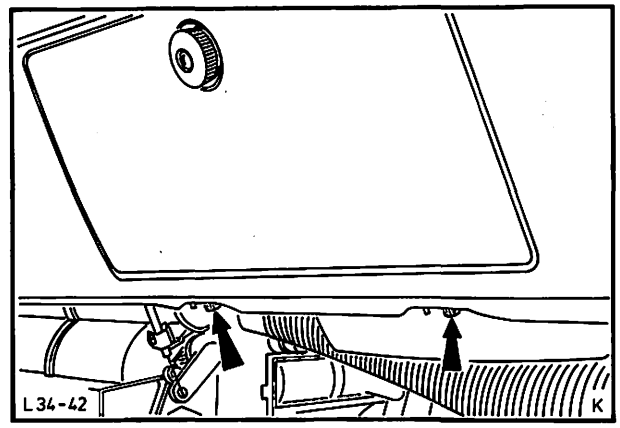

Abb. 24 Handschuhkasten ausbauen
7. Handschuhkasten ausbauen (2 Schrauben), Abb. 24.